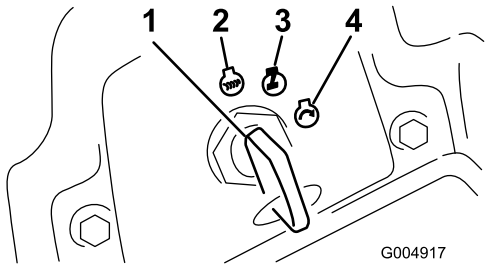

Figur 16
6. Drej tændingsnøglen med uret til positionen Run (Kør) (Figur 16).
3. Drej tændingsnøglen til positionen Off (Fra) (Figur 16). Vent, til alle bevægelige dele er standset, før du forlader betjeningspositionen.